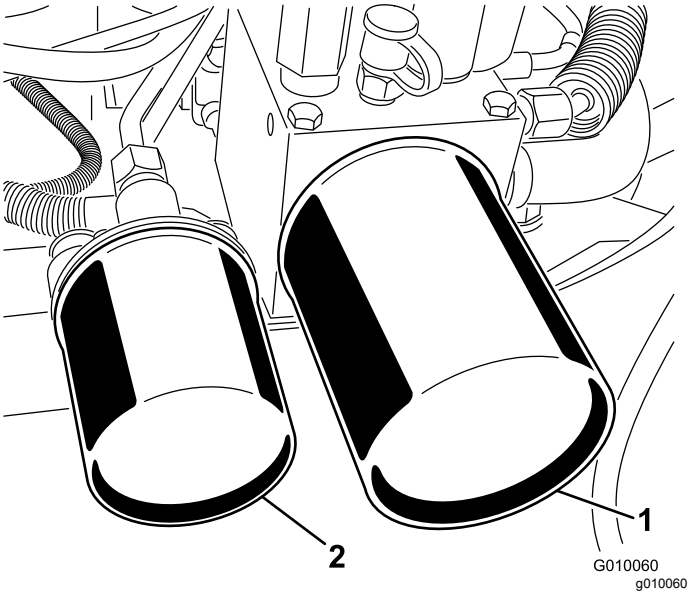

Figuur 63
2. Plaats een opvangbak onder de filters. Verwijder de oude filters en veeg de pakking van het filtertussenstuk schoon (Figuur 63).